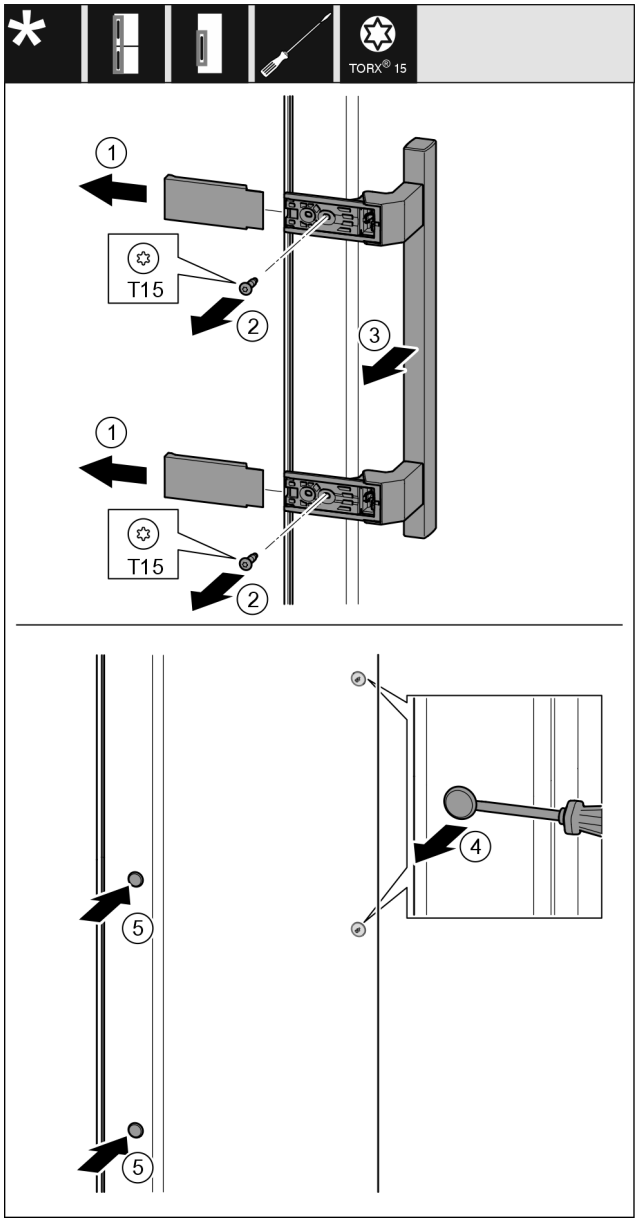

Fig. 23
- ▶ Stáhněte kryt *Fig. 23 (1)*.
- ▶ Šroubovákem vyšroubujte šrouby *Fig. 23 (2)*.
- ▶ Sejměte madlo *Fig. 23 (3)*.
- ▶ Postranní zátku *Fig. 23 (4)* opatrně plochým šroubovákem nadzvedněte a vytáhněte.
- ▶ Zátku *Fig. 23 (5)* opět vložte na druhé straně.